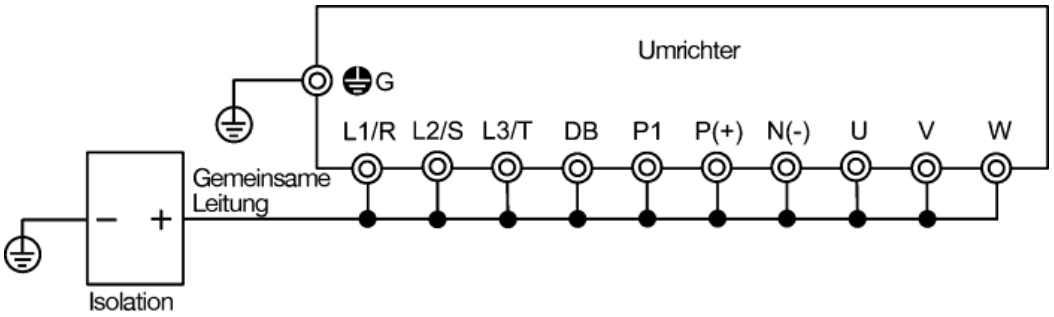

Abbildung 7.2 Anschluss der Leistungsklemmen zur Isolationsprüfung
3) Schließen Sie die Klemmen des Hauptstromkreises wie in Abbildung 7.2 gezeigt über eine gemeinsame Leitung an.